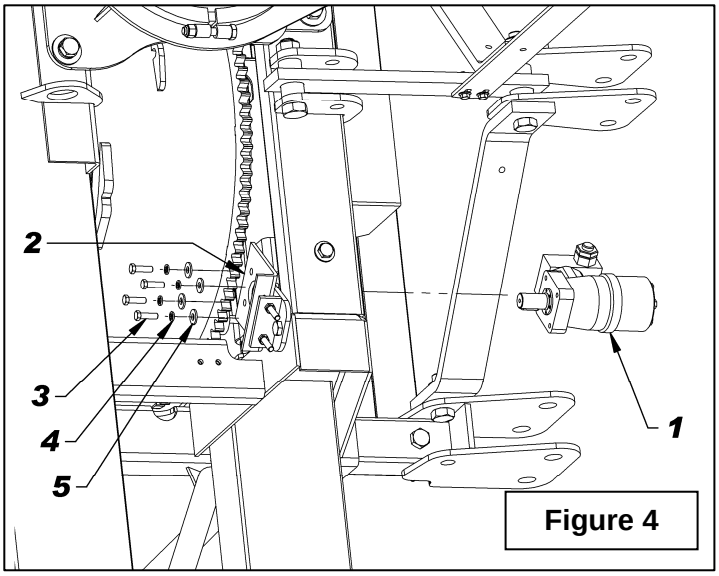
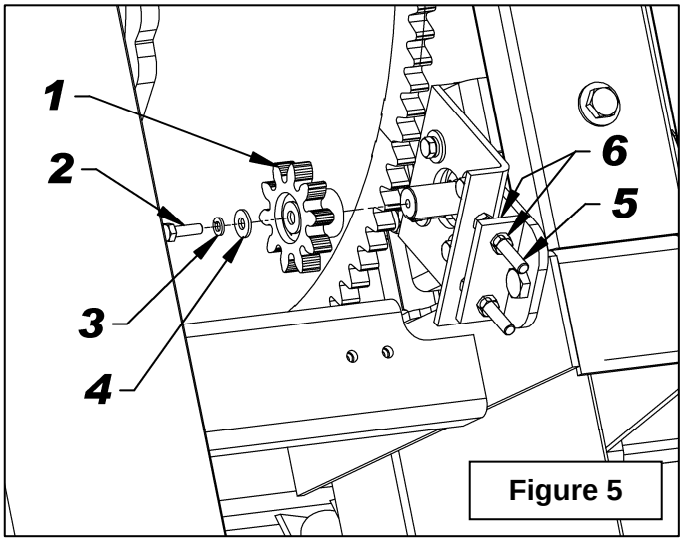

Figure 4
Figure 5
5. **Figure 4:** Remove the gear and one of the four 3/8"NC x 1 1/4" bolts (item 3) holding the motor, apply Loctite® 243 on the bolt threads and tighten at 33 ft-lb (45 N-M). Repeat the same procedure with the other three bolts.
3. **Figure 4:** Attach the hydraulic motor (item 1) to the motor support (item 2) taken apart previously with the four 3/8"NC x 1 1/4" bolts, four 3/8" lockwashers and four 7/16" hole flat washers (items 3-4-5). Tighten the bolts by hand.
4. **Figure 5:** Place the gear (item 1) on the motor shaft aligning the gear's keyway with the key of the motor. Push the gear completely down placing the teeth between the teeth of the drum gear. If the space is not sufficient, screw in the two stopper bolts (item 5) by tightening the nuts (item 6). Secure the gear in place with a 1/4"NC x 1" lg bolt (item 2), a 1/4" lockwasher (item 3) and a 1/4" flat washer (item 4). Tighten according to the ***"Torque Specification Table"***.
6. **Figure 7:** Attach the hydraulic hoses (not included) to the motor and connect to the tractor. Turn the motor gear, one turn at a time, checking the 1/16" distance at every turn. If the distance is smaller than 1/16", readjust. This distance must be checked over the whole drum gear. When the gear is properly adjusted, secure the motor with the two stopper bolts (**Fig. 5**, item 5) by placing the two bolt heads against the motor support (**Fig. 4**, item 2). Tighten the screws (**Fig. 5**, item 6) very firmly.
7. **Figure 4:** Remove the gear and one of the four 3/8"NC x 1 1/4" bolts (item 3) holding the motor, apply Loctite® 243 on the bolt threads and tighten at 33 ft-lb (45 N-M). Repeat the same procedure with the other three bolts.